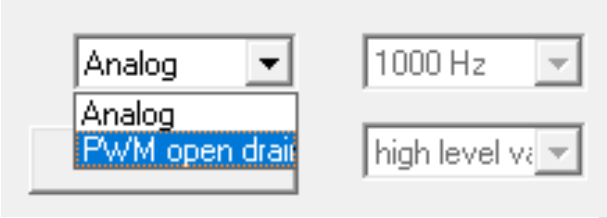

图 4.2.13
2、 确认好输出参数设置后点击下方的 Analog 下拉菜单，选择 PWM 模式输出（图 4.2.13），此时 PWM 选项对应的频率及极性选择下拉菜单会被激活，可以选择需要的 PWM 输出频率及极性，当前设置为 PWM 输出频率为 1000Hz，输出极性为 High level valid。